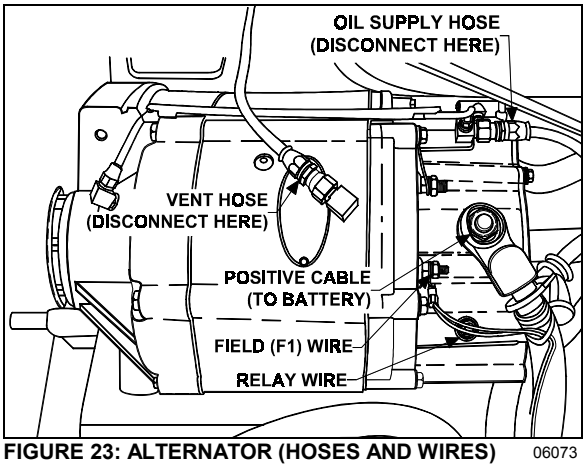
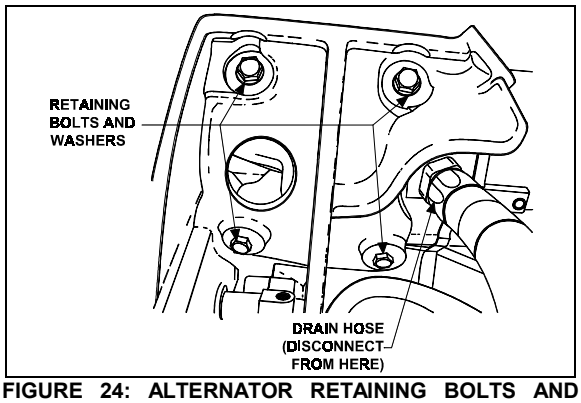

FIGURE 23: ALTERNATOR (HOSES AND WIRES) 06073
FIGURE 24: ALTERNATOR RETAINING BOLTS AND WASHERS 06350
4. Scratch off protective sealer from electrical connections (relay, field and positive terminals). Refer to figure 23.
5. Disconnect wire #25 from the relay terminal, wire #107 from the field “F1” terminal and disconnect battery cable from the positive “+” terminal on the diode end cover. Tag wires removed to ease identification at time of installation. Refer to figure 23.
6. Disconnect oil supply line and vent hose from top of alternator (Fig. 23) and tape lines to prevent entry of foreign matter. Disconnect oil drain hose from bottom of alternator (Fig. 24) and tape line to prevent entry of foreign matter.
7. Remove the four bolts and lock washer retaining alternator (refer to fig. 24).